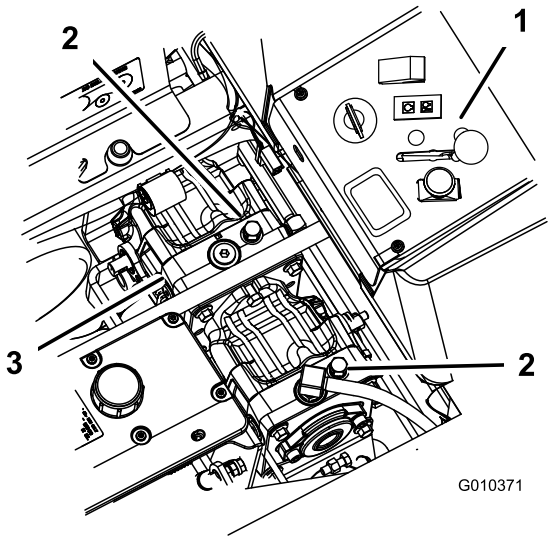

Figur 31
2. Drej omløbsventilerne en omgang mod uret for at skubbe. Derved får hydraulikvæsken mulighed for at løbe uden om pumpen, hvilket gør hjulene i stand til at dreje (Figur 31).
Drej omløbsventilerne en omgang med uret for at betjene maskinen (Figur 31).